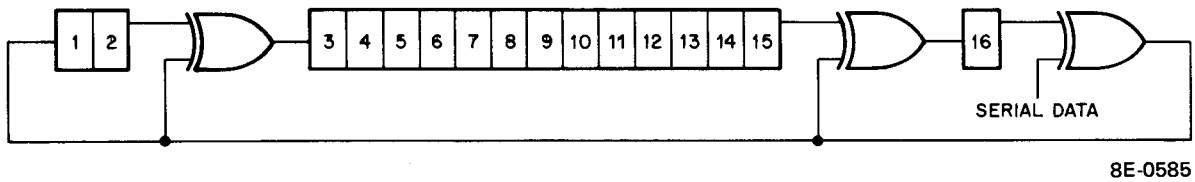

Figure 11-30 CRC Computation Block Diagram
11.15.11.2 CRC Character Computation – To generate a CRC word, the block of data is treated as a number 3072 bits long which is divided (modulo 2) by a polynominal $X^{16} + X^{15} + X^2 + 1$. This division being shift and subtract (modulo 2) is accomplished by shifting the CRC Register and Exclusively ORing CRC 2, CRC 15, and CRC 16 (Figure 11-30) as follows: